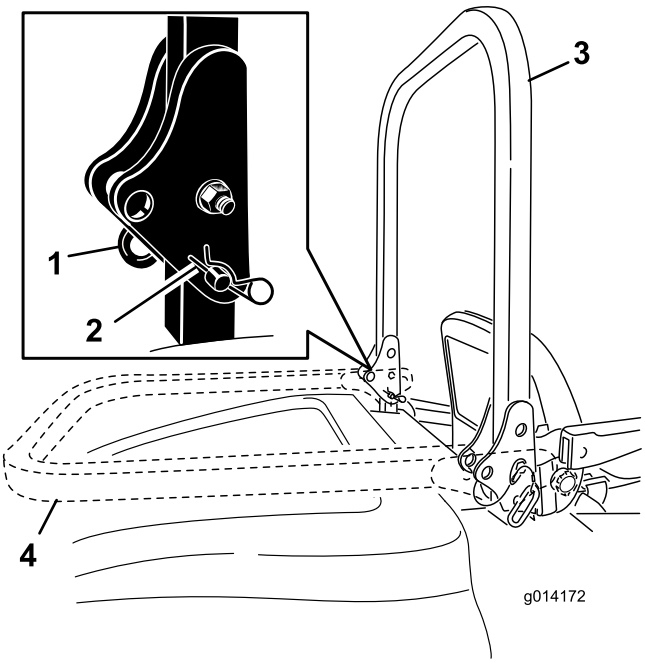

Figur 12
1. Fäll ned störtbågen genom att lossa hårnålssprintarna, föra störtbågen framåt mot fjädrarna och lossa de två tapparna (Figur 12).
2. Sänk ned störtbågen till nedfällt läge (Figur 12).
3. Sätt tillbaka de två tapparna och säkra dem med hårnålssprintarna (Figur 12).
4. Fäll upp störtbågen genom att lossa hårnålssprintarna och ta bort de två tapparna (Figur 12).
5. Fäll upp störtbågen till upprätt läge, sätt i de två tapparna och spärra dem med hårnålssprintarna (Figur 12).